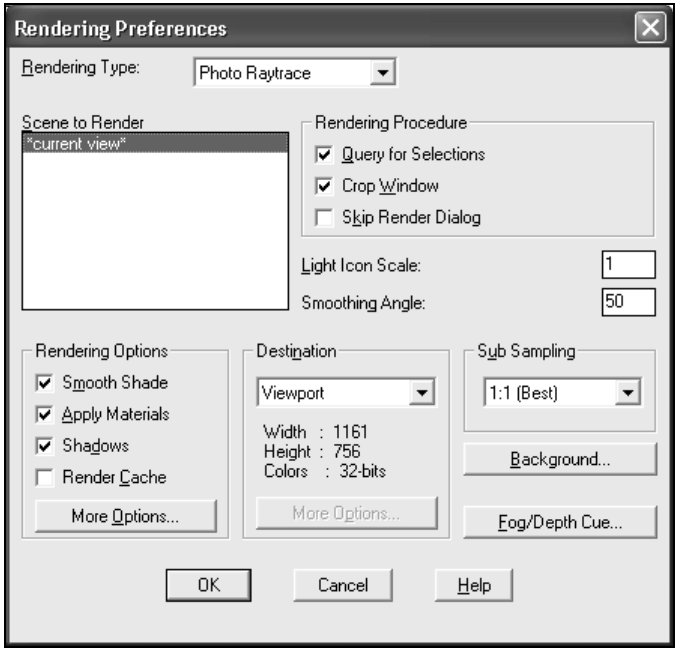

Рис. 12.19. Диалоговое окно **Rendering Preferences**
1. Выбрать пункт **View** (Вид) ⇒ **Render** (Тонирование) ⇒ **Preferences** (Настройка) (можно использовать кнопку **Render Preferences** (Режимы тонирования) из ПИ **Render** (Тонирование)). Откроется ДО **Rendering Preferences** (Режимы тонирования) (рис. 12.19).
6. Нажатием кнопки **OK** возвратиться в ДО **Rendering Preferences** (Режимы тонирования) (см. рис. 12.19).
10. В ДО **Rendering Preferences** (Режимы тонирования) (см. рис. 12.19) можно при желании задать задний план и цвет фона изображения с помощью кнопок **Background** (Фон) и **Fog/Depth Cue** (Туман / Затемнение).